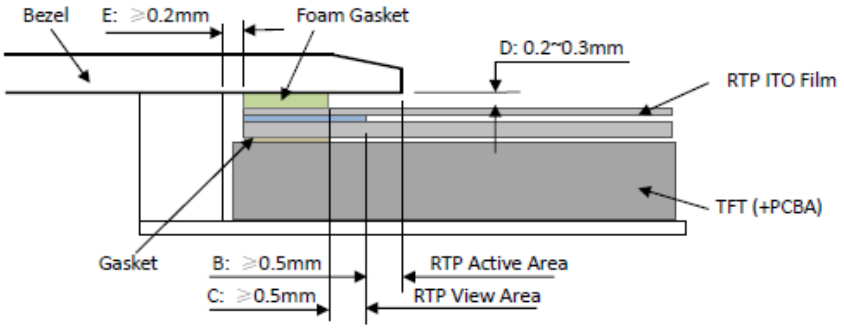

Figure 1
- The bezel side wall should keep space E= 0.2 ~ 0.3mm from the RTP. (Figure 1)
- 为避免面框直接压在动作区(A.A.)上造成误动作，面框与电阻触摸屏(RTP)之间应留有一定的空隙 D=0.2~0.3mm 之间.(附图 1)
- 在设计面框与 RTP 组装时，应考虑到面框内侧与 RTP 外侧的间距 E≥0.2mm. (附图 1)